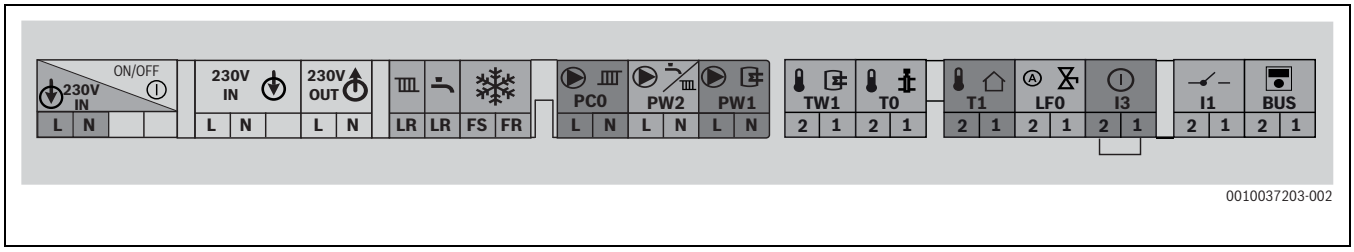

Fig. 31 Régua de bornes para os acessórios externos
- ▶ Ligar o cabo na régua de bornes para os acessórios externos (→ fig. 31).